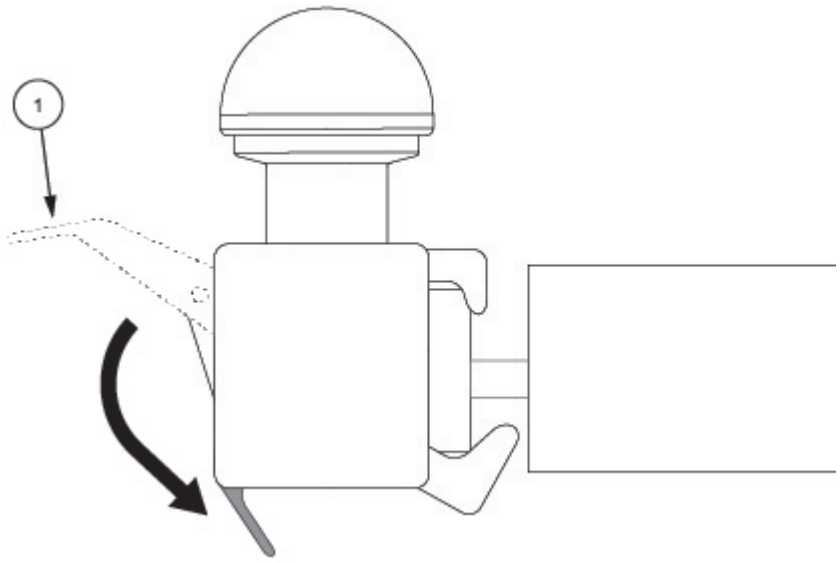

Figure 7-7. Installer le joystick
3. Fermer la languette de verrouillage (1) pour fixer le joystick sur le guide de la table chirurgicale. Voir *Figure 7-7*.